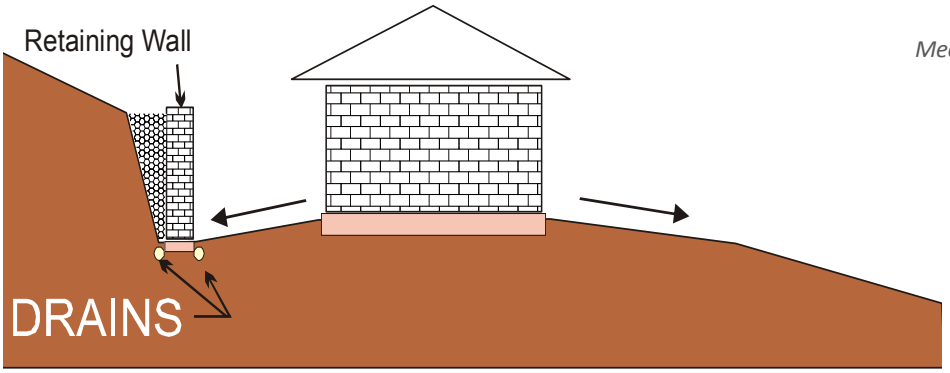

**FIGURE 8**
- Ensure that the floor level allows for proper drainage around the outside of the house, and that the property is protected from any adjoining water flows (Figure 8).